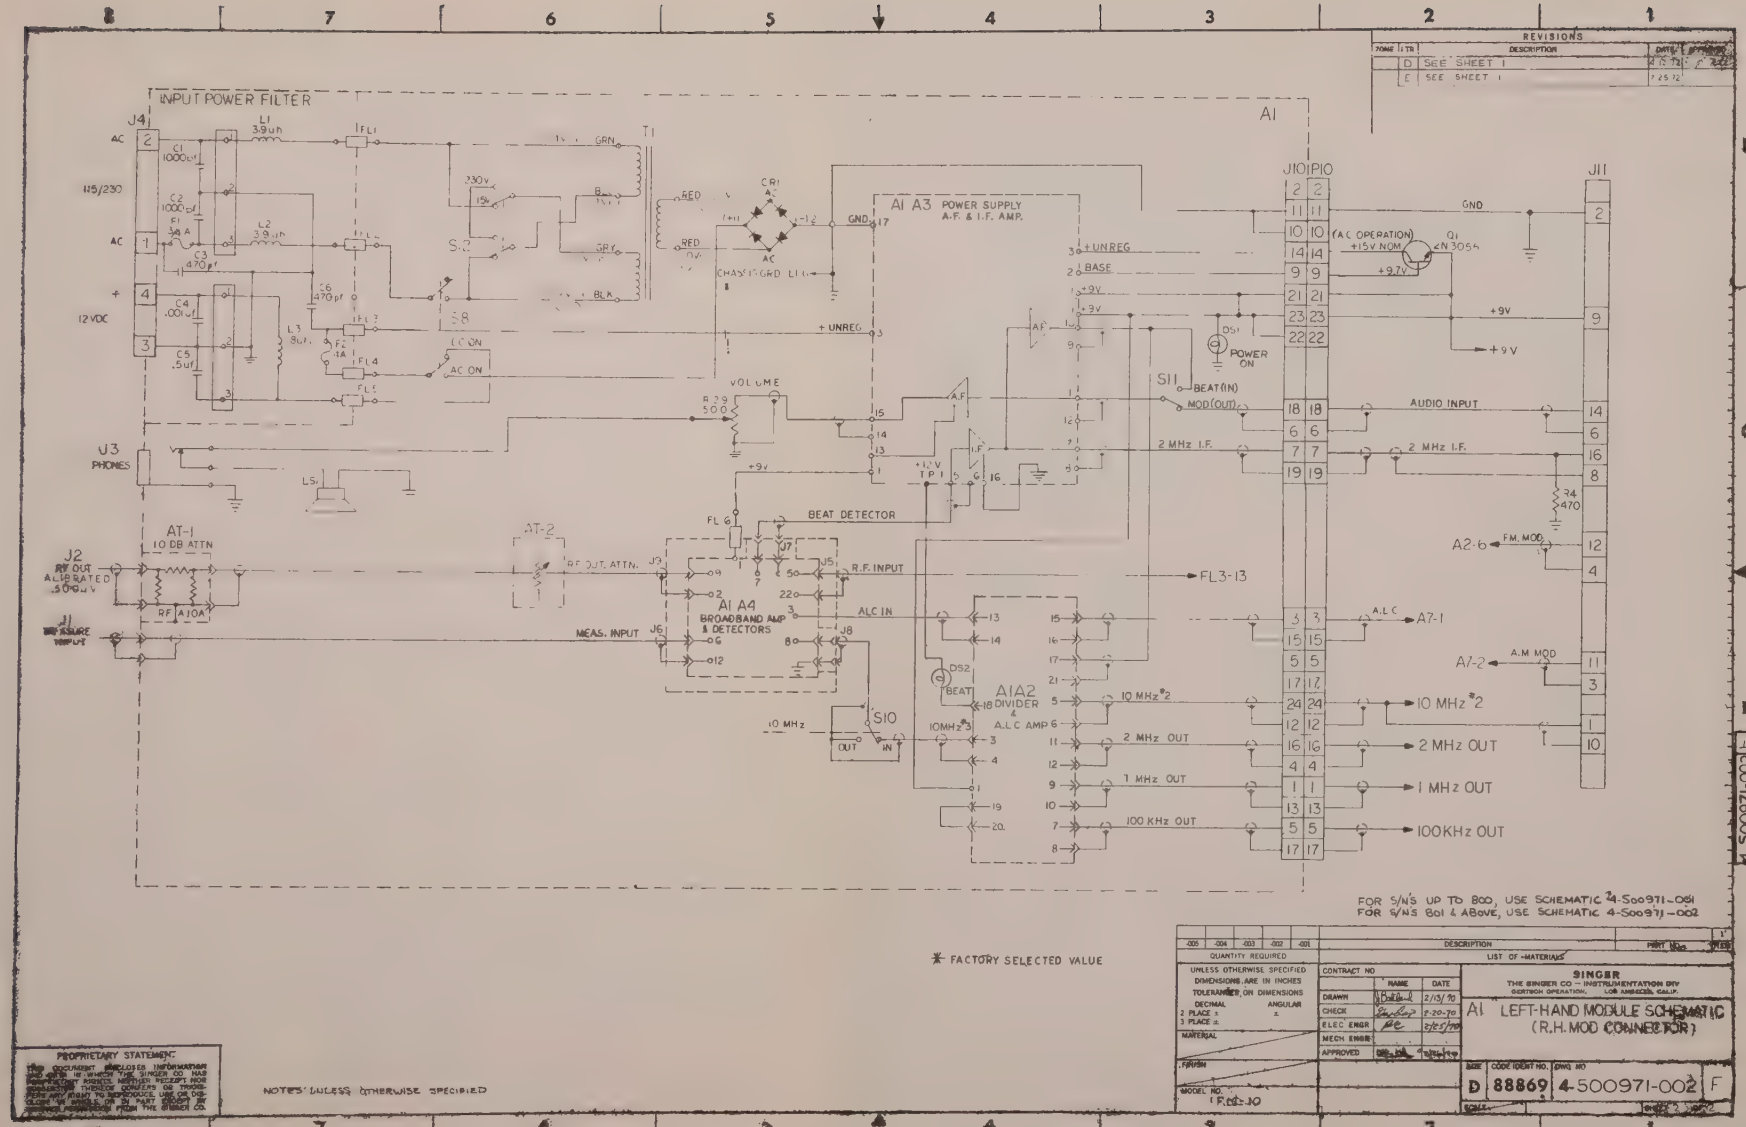

Figure 5-1. Left-Hand Module (A1), Schematic Diagram
a. Refer to Figure 5-1 and check voltages and waveforms indicated in power supply section.